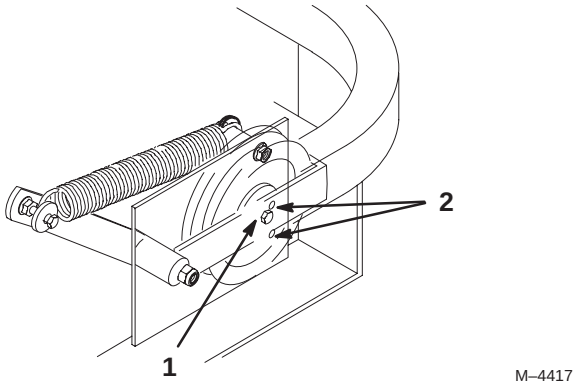

Figure 67
6. Vérifiez la tension de la courroie. Le boulon central de la poulie de tension rappelée par ressort doit se trouver entre les deux trous d'alignement de la plaque de support gauche (Fig. 67).
Note: Contrôlez la position du boulon central à la hauteur de coupe la plus basse. Le boulon central doit être au même niveau ou en dessous du trou d'alignement supérieur. Contrôlez la position du boulon central à la hauteur de coupe la plus haute. Le boulon central doit être au même niveau ou au-dessus du trou d'alignement inférieur (Fig. 67).
8. Vérifiez de nouveau la tension de la courroie. Le boulon central de la poulie de tension rappelée par ressort doit se trouver entre les deux trous d'alignement de la plaque de support gauche (Fig. 67). Réglez au besoin et serrez toute la visserie solidement.